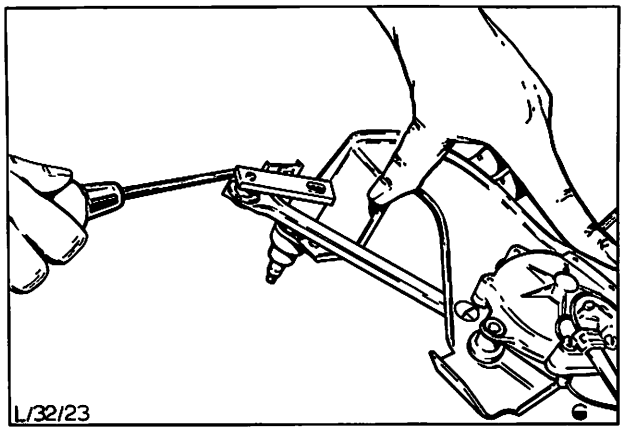

Abb. 47 Gestänge vom Tandemlager abdrücken
2. Gestänge vom Tandemlager vorsichtig abdrükken, Abb. 47.